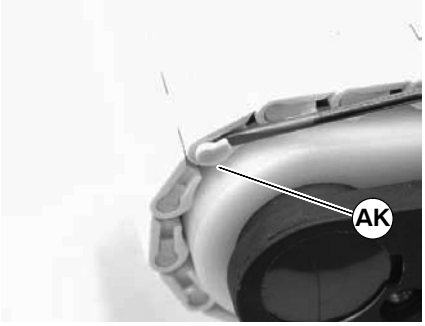

Figure 17
2. Choose one link on the idler end of chain to remove endcaps. With a 3/32” (2.4 mm) flat blade screwdriver, pry under tab of end caps (AK of Figure 17) and remove end cap. Repeat for opposite side of conveyor.